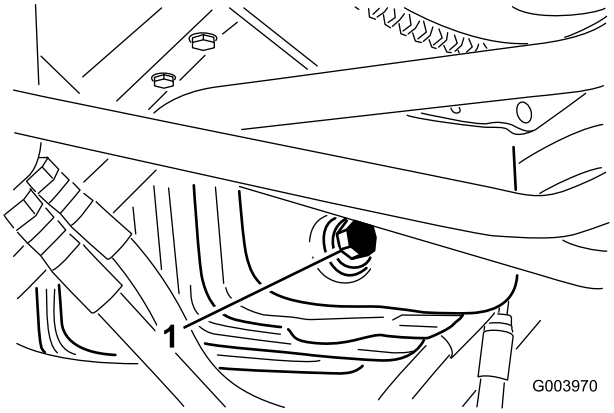

Figuur 55
1. Verwijder de aftapplug (Figuur 55) en laat de olie in een opvangbak lopen.